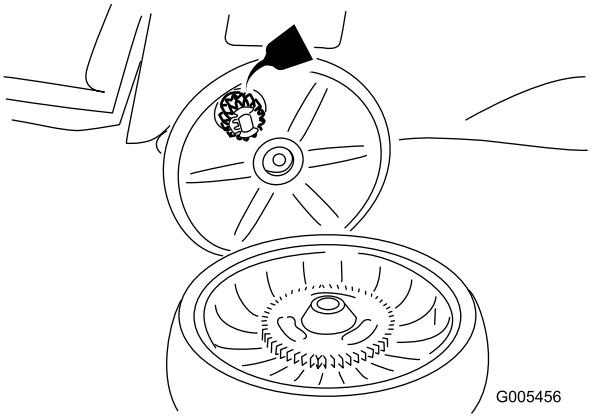

Figur 29
2. Applicera smörjolja på hjulet såsom visas i Figur 29.